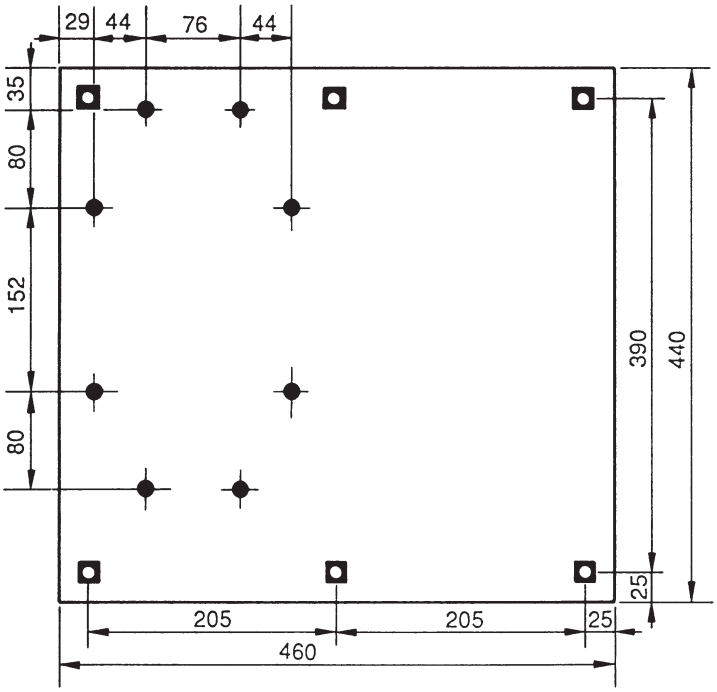

図５－58　コントローラ底面図
P5-76の図５－60とP5-77の図５－61に示すようなコントローラ取付け用の取付板を以下のようにして製作してください。
（１）図５－58にコントローラを底から見た図を示します。
①“◘”マーク部のねじ（M4）のネジ穴はコントローラを取付板に固定するために使用します。
②“●”マーク部はコントローラの内部部品固定用のねじが突出しているため、取付板にϕ10の逃がし穴をあけてください。
③図５－58と図５－59を参考にして取付板を製作してください。
（２）コントローラの取付板への取付けは図５－59に示す６箇所にＭ４ねじ６本で固定します。